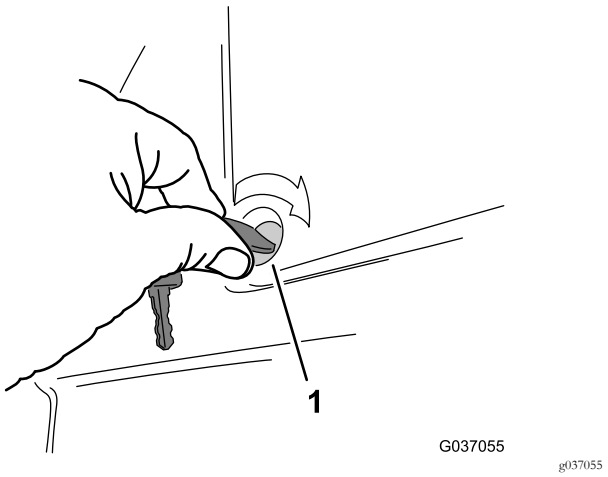

Figur 42
3. Fastgør dækslet på platformen ved at dreje de to kvartdrejningsbeslag med uret (Figur 42).